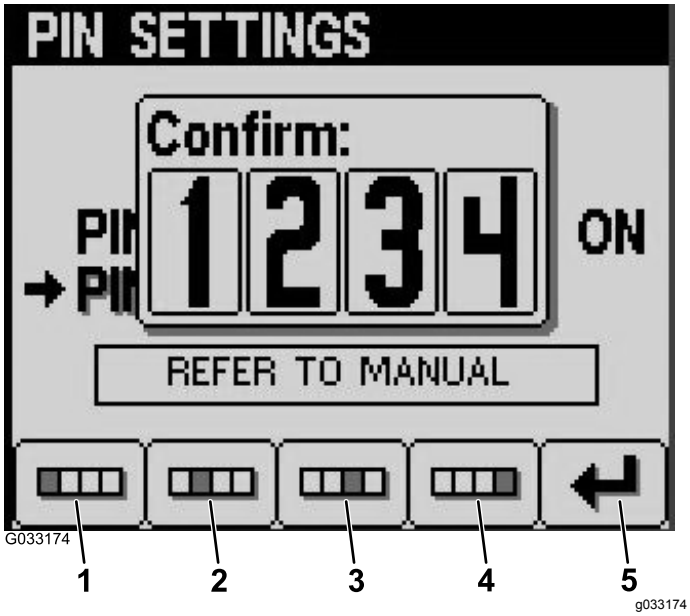

Figuur 26
8. Bevestig de nieuwe code door middel van knoppen 1 tot 4 en druk op knop 5 wanneer u de code ingevoerd hebt (Figuur 26).